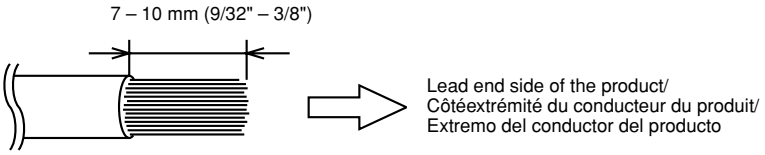

Fig. 4
2. Remove the insulation from the ends of the wire leads by about 7 – 10mm (9/32" – 3/8"). (Fig. 4)
2. Retirer l'isolation des bouts des fils de connexion de 7 – 10mm (9/32" – 3/8"). (Fig. 4)
2. Quite aproximadamente 7 – 10mm (9/32" – 3/8")de aislación de los extremos de los alambres. (Fig. 4)